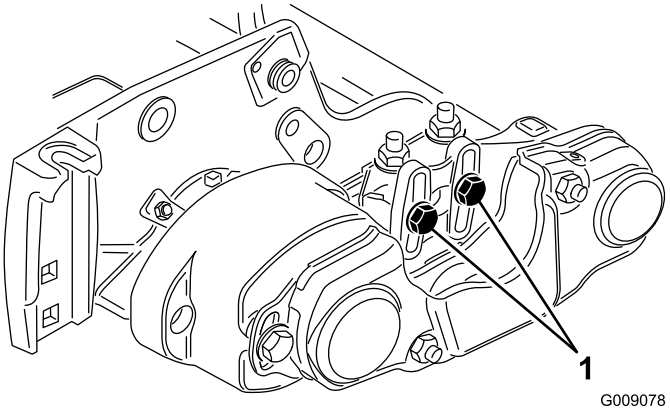
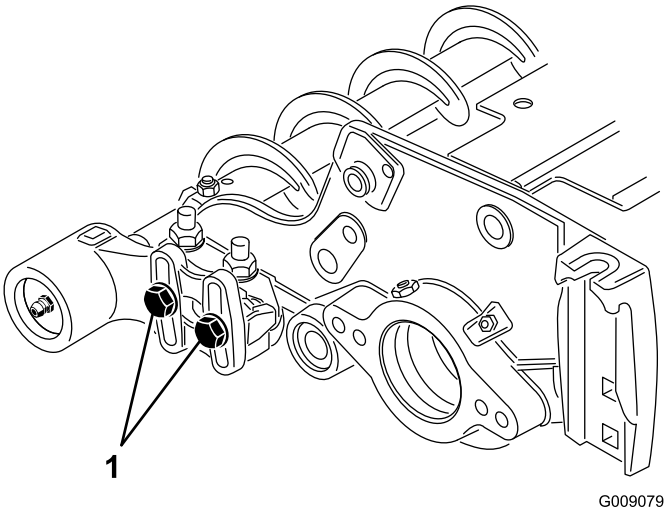

Рисунок 12
Рисунок 13
15. Ослабьте затяжку 2 болтов крепления каждого из корпусов подшипника щетки катка к монтажному кронштейну щетки катка (Рисунок 12 и Рисунок 13).